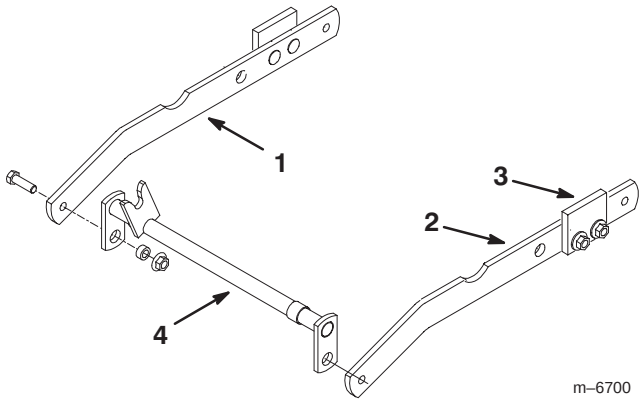

Figure 3
5. Loosely mount a new draft bar assembly to each end of the hitch assembly with a capscrew (3/8 x 1–1/4 inch), spacer (5/16 inch long) and lock nut (3/8 inch) (Fig. 3). Make sure the draft bar bumpers are positioned to the outside.